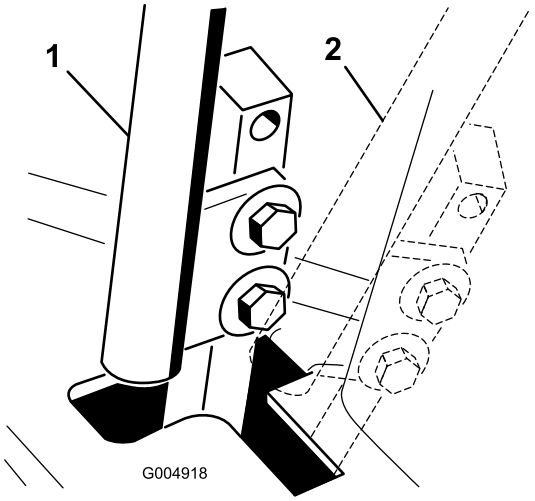

Rysunek 57
4. Ustaw dźwignię kierowania w położeniu neutralnym, ale jej **nie blokuj** (Rysunek 57).
6. Sprawdź, w którym miejscu znajduje się dźwignia względem wycięcia w konsoli (Rysunek 57).